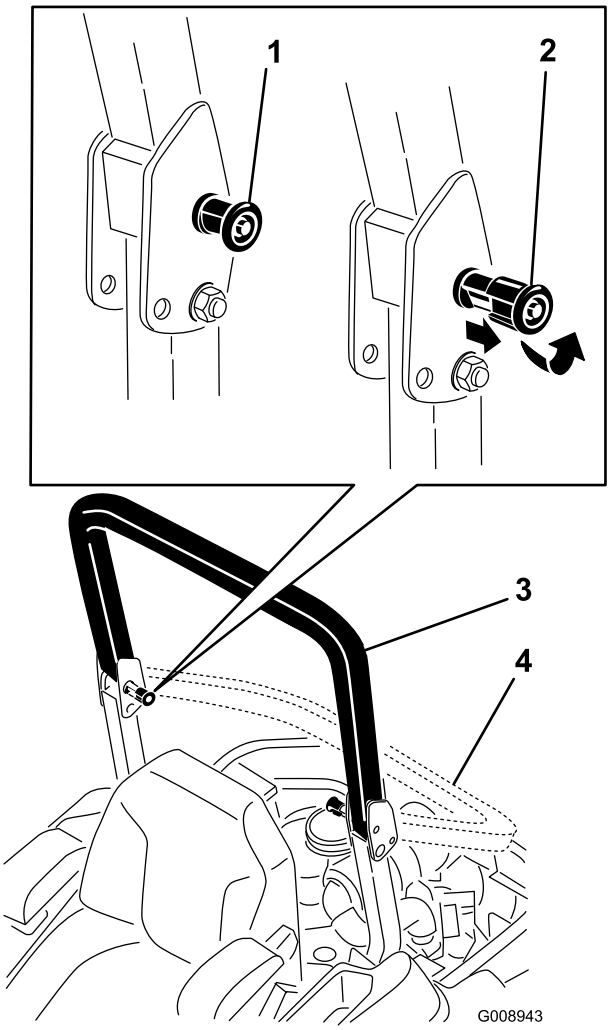

Figura 8
2. Tire de ambos pomos hacia fuera y gírelos 90° para desengranarlos (Figura 8).
3. Coloque la barra antivuelco en la posición de bajada (Figura 8).
4. Para elevar la barra anti-vuelco, suba la barra a la posición de uso, y gire los pomos para que se introduzcan parcialmente en las ranuras (Figura 8).
5. Eleve la barra a la posición vertical, presionando sobre la parte superior de la misma; las clavijas encajarán en cuanto se alineen con los orificios (Figura 8). Presione sobre la barra para asegurarse de que las clavijas han quedado encajadas.